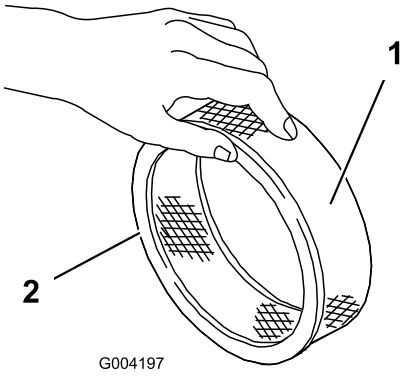

Figur 19
5. Efterse papirfilteret for revner, en olieagtig film og beskadigelse af gummipakningen (Figur 19).
1. Skub forsigtigt skumforfilteret over på papirindsatsen (Figur 19).